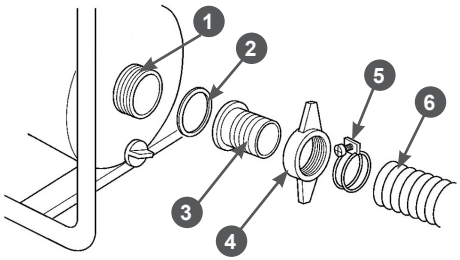

Рис. 10 Установка всасывающего рукава
2. Установите патрубок 3 через уплотнительное кольцо 2 к всасывающему фланцу 1 насоса и плотно затяните гайку 4 патрубка (Рис. 10).
3. Наденьте до упора всасывающий рукав 6 на патрубок 3 и затяните его хомутом 5 (Рис. 10).